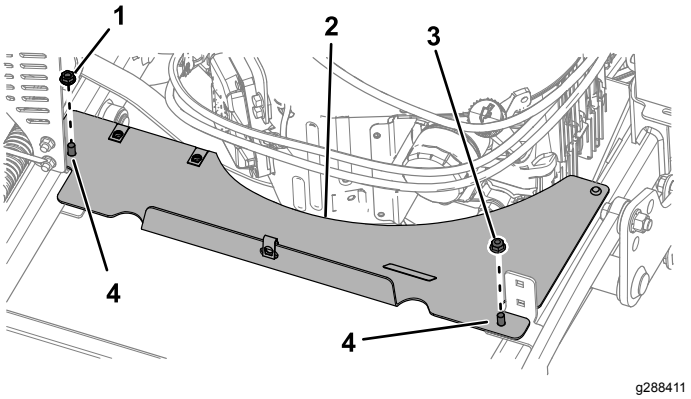

Figure 32
1. Install the extension guard as shown in Figure 32. Torque the nuts to 20 to 25 N·m (15 to 18 ft-lb).